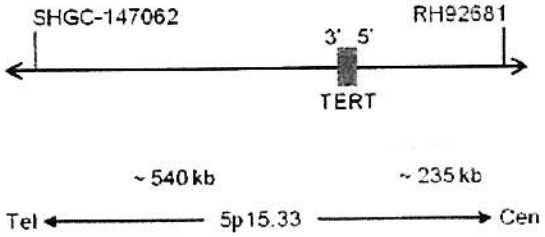

Fig. 1: Mapa de la sonda SPEC TERT Probe (No a escala)
- Polinucleótidos marcados con ZyGreen (excitación 503 nm/emisión 528 nm) (~10.0 ng/µl), cuyas secuencias diana mapean en 5p15.33* (chr5:620,184-1.161,456) distal a la región de punto de corte de TERT (ver Fig. 1).
- Polinucleótidos marcados con ZyOrange (excitación 547 nm/emisión 572 nm) (~4.5 ng/µl), cuyas secuencias diana mapean en 5p15.33* (chr5:1,353,007-1,588,209) proximal a la región de punto de corte de TERT (ver Fig. 1).